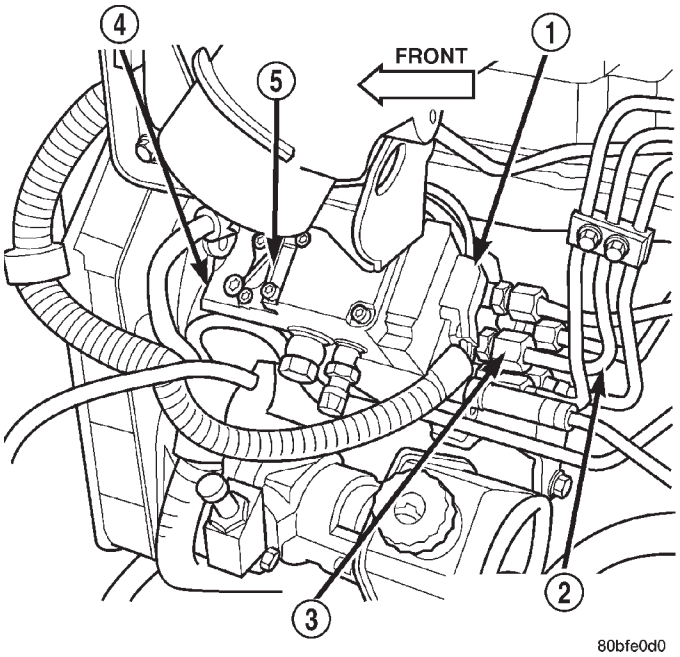

Fig. 31 FPCM 9–Way Connector
(1) Disconnect both negative battery cables at both batteries. Cover and isolate ends of cables.
(2) Thoroughly clean fuel lines at cylinder head and injection pump ends. Thoroughly clean fuel injection pump and supply/return lines at side of pump.
(3) Disconnect 9–way electrical connector at Fuel Pump Control Module (FPCM) (Fig. 31).